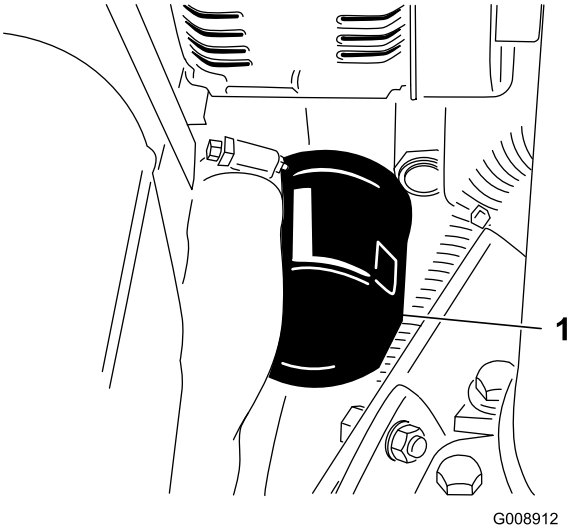

Figuur 42
3. Verwijder het oliefilter (Figuur 42).